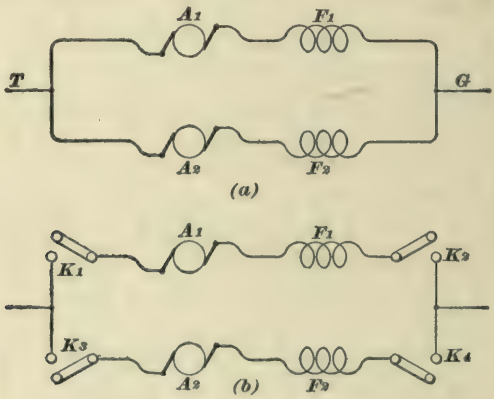

FIG. 42.
are in series, the cut-out must not only remove the bad motor entirely from the circuit, but it must replace it by a bridge of metal so that in all cases the current can reach and pass through the motor that has not been cut out. Figs. 42 and 43 show this distinguishing feature in a very simple way.
**53. Series Cut-Out and Multiple Cut-Out.**—In Fig. 42 (*a*), two motors are shown in multiple without any cut-out switches. In Fig. 42 (*b*), two motors are shown in multiple, and each motor has two simple switches by means of which both ends of the motor can be cut loose from the circuit. It has been explained elsewhere why it is necessary to cut out both ends of the motor. In the figure, the four switches $K_1$, $K_2$, $K_3$, and $K_4$ are shown to be open, so that both motors are cut out. In an actual cut-out, all four switches are together on the same baseboard, and they are so fixed that they interlock. $K_1$ and $K_2$ are operated by one handle, $K_3$ and $K_4$ by another handle; the first pair forms the cut-out of No. 1 motor, and the second pair that of motor No. 2. If No. 1 motor is cut out, the handle of No. 2 motor cannot be moved,